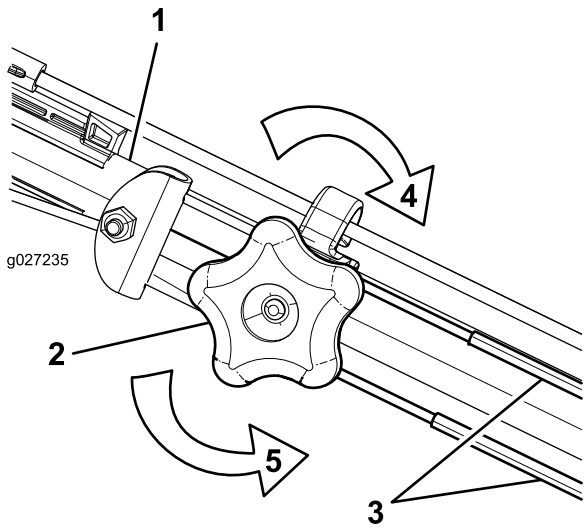

Bild 36
1. Drehen Sie das Handrad nach links, um die Zugeinstellung zu lösen (Bild 36).
2. Stellen Sie die Spannung der Züge (Bild 36) ein, indem Sie sie zurückziehen oder nach vorne drücken und dann in dieser Stellung arretieren.